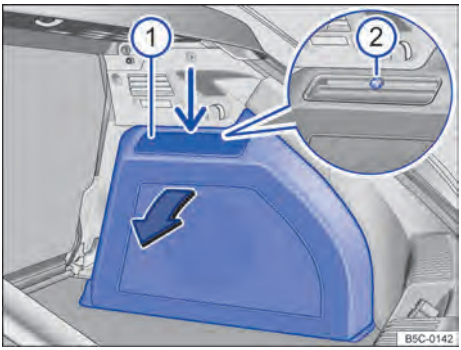

Fig. 183 No compartimento de bagagem à direita: desinstalar o subwoofer.
3.	Alavancar para fora a capa da cobertura ⇒ Fig. 183 ① com um objeto plano adequado do travamento superior (seta fina). Em seguida retirar a capa da cobertura.
4.	Desaparafusar o parafuso ② (lupa) e retirar o subwoofer no sentido da seta.
7.	Aparafusar o parafuso ② (lupa) novamente.
8.	Introduzir a capa da cobertura na área inferior e pressionar nos encaixes superiores ①. ◁